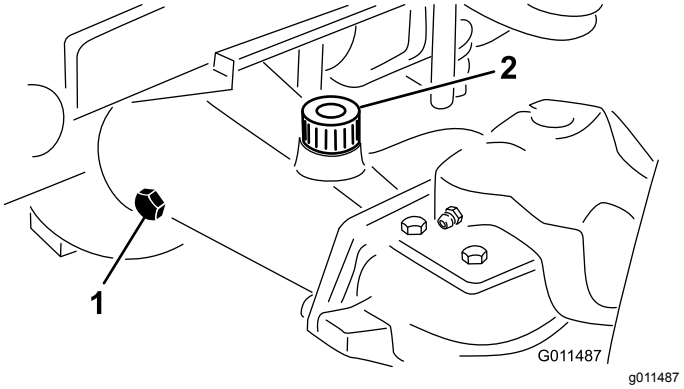

**Figuur 15**
2. Verwijder een controleplug van één uiteinde van de as en controleer of het smeermiddel tot aan de onderkant van de opening komt (Figuur 15).